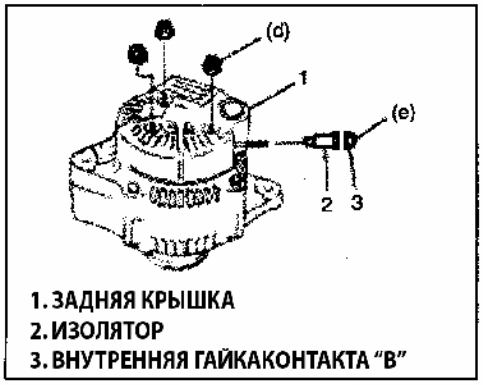

Рис. 267
14) Установите заднюю крышку (Рис. 267).